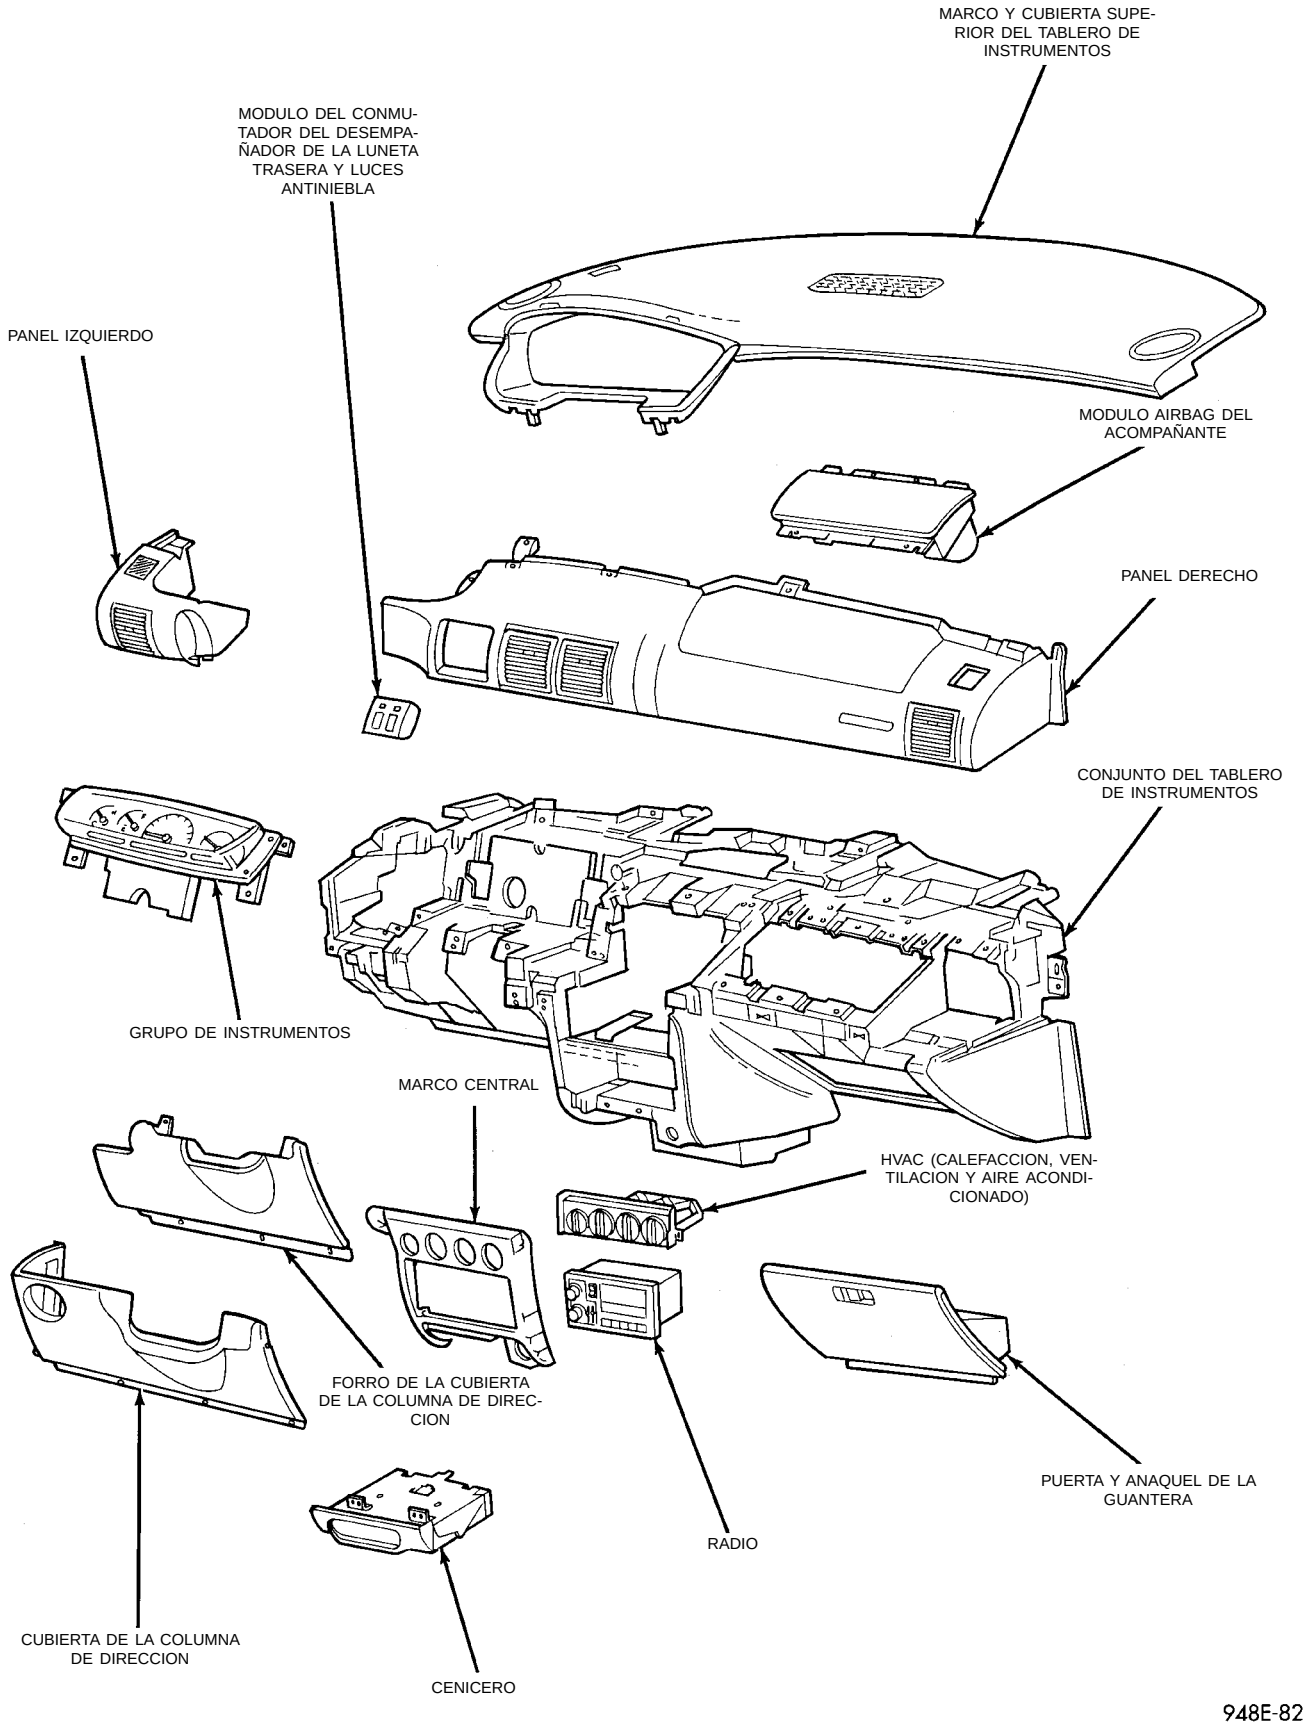

Fig. 23 Conjunto del tablero de instrumentos
(1) Desconecte y aísle el cable negativo de la batería.
(2) Retire la consola de suelo. Consulte Desmontaje de la consola de suelo.
(3) Retire las planchas de bóveda laterales derecha e izquierda (Fig. 23).
(4) Retire la cubierta y el forro de la columna de dirección.
(5) Retire el conjunto de la cubierta superior y el marco del grupo de instrumentos.
(6) Retire el panel derecho e izquierdo.
(7) Retire el conducto superior del descongelador levantándolo.
(8) Retire el conducto de salida central tirándolo hacia atrás.
(9) Desconecte el control de A/A y calefactor, retirando los collarines de los cables del control con un destornillador y retire el conector de cables.
(1) Retire la cubierta superior y el marco del grupo de instrumentos (Fig. 23).
(2) Retire la cubierta de la columna de dirección.
(3) Retire los dos tornillos de fijación de la parte inferior y el tornillo de la parte superior del panel y extraiga tirando hacia atrás.
(2) Llegue hasta el interruptor o los interruptores del conector o los conectores de cableado del desempañador de la luneta trasera y/o luces antiniebla y desconéctelos según sea necesario.
(3) Retire los seis tornillos de la parte delantera del panel. Después levante el reborde hacia adelante para desenganchar las tres clavijas posicionadoras.
(1) Retire la cubierta de la columna de dirección (Fig. 23).
(2) Retire los dos tornillos de fijación de la parte superior del forro y el ángulo inferior izquierdo.